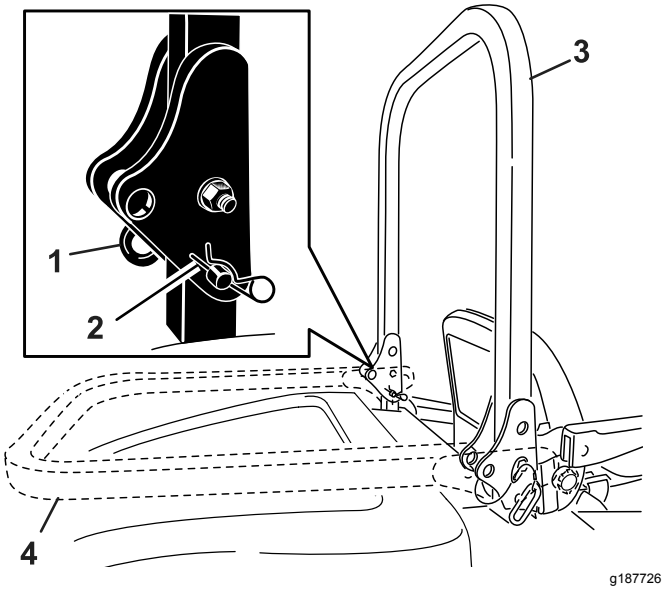

Figuur 12
2. Zet de rolbeugel overeind en verwijder de haarspeldveren en de 2 pennen (Figuur 12).